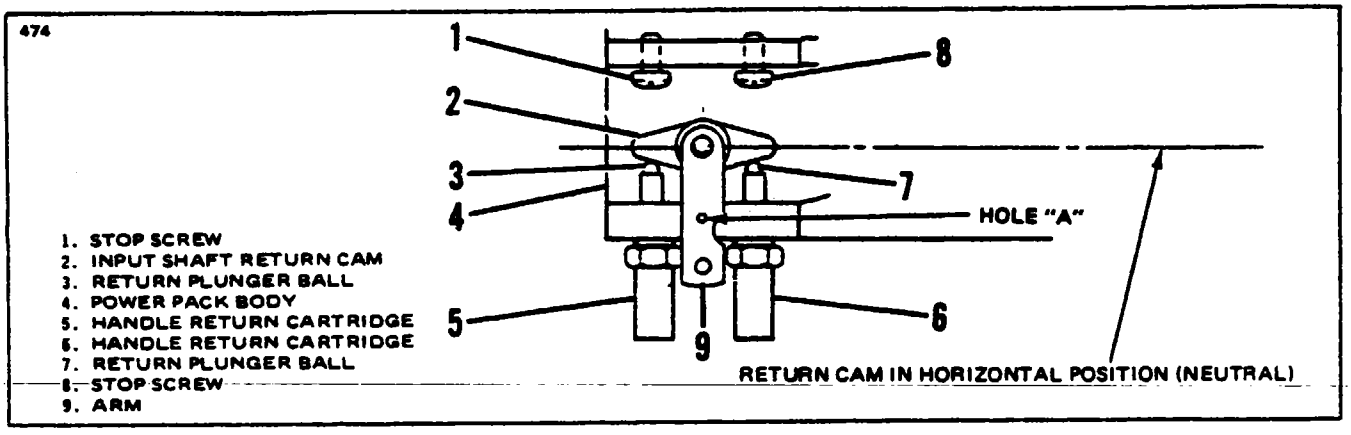

Figure 6-17. Handle Release Adjustment (Wiebel Tool)
6-85. ADJUSTMENT OF HANDLE-RELEASE MECHANISM. (Refer to Figure 6-17.) The following procedure outlines the adjustments to set the handle release cartridges and stops in the correct position before installing the Power Pack into the airplane.
c. Rotate the input shaft to the neutral position, which will bring the input shaft return cam (2) to the horizontal position.
d. Hold the input shaft return cam (2) in the horizontal (neutral) position by inserting a .125 dia. drill or punch through hole in the arm (9) and into rigging hole in body (4). Rigging hole is noted as hole "A" in Figure 6-17. Adjust handle return cartridges (5) and (6) in such a manner that their return plunger balls (3) and (7) touch the surface of the input shaft return cam (2) slightly.